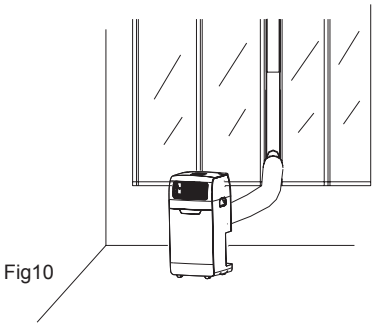

Fig10
10. Whole unit assembly well as Fig10 drawing illustrated.